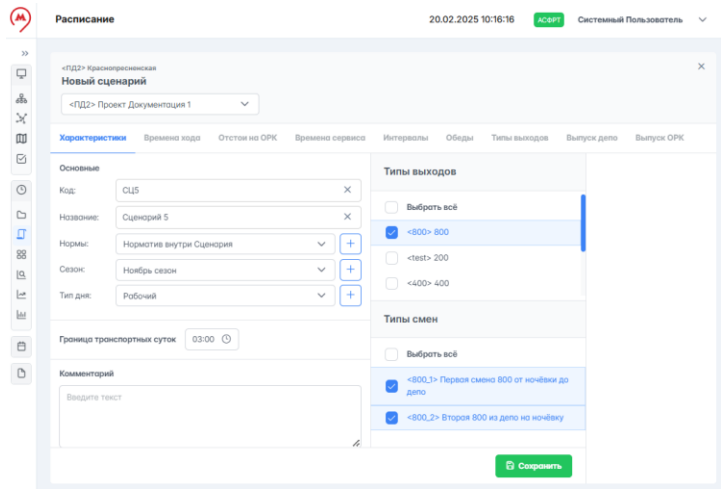

Рисунок 157 – Выбор типов выходов и смен при создании сценария
11. В блоке "Типы смен" отредактировать список смен при необходимости. Полный доступный список типов смен в данном блоке зависит от выбранных типов выходов в одноимённом блоке. При необходимости полный список можно отредактировать, сняв флажки слева от ненужных типов смен. Для возврата к полному списку типов смен для выбранных типов выходов нажать на "Выбрать всё" (рисунок 157).